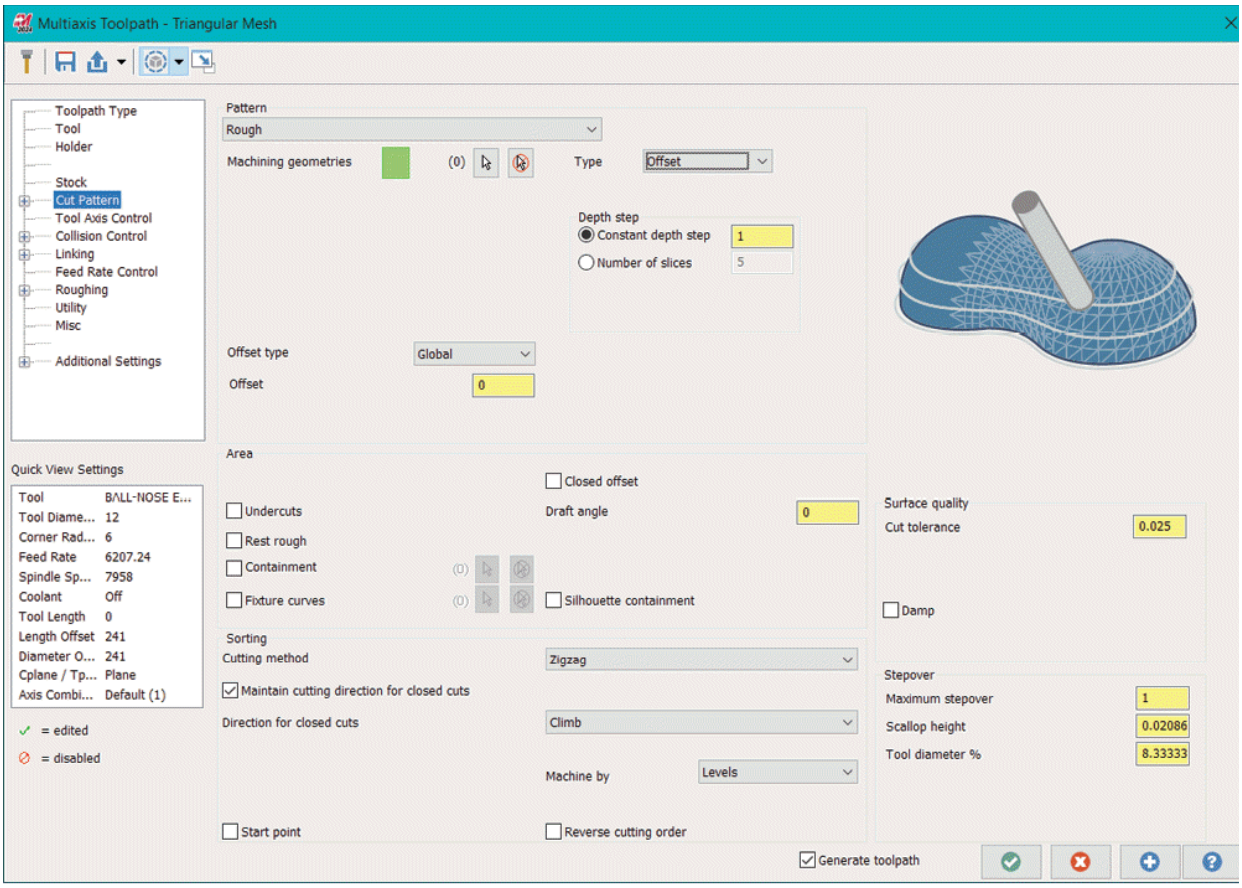

Figure-42. Multiaxis Toolpath-Triangular Mesh dialog box
- Click on the **Triangular Mesh** tool from the expanded **Multiaxis** panel in the **Toolpaths** tab of the **Ribbon**. The **Multiaxis Toolpath - Triangular Mesh** dialog box will be displayed; refer to Figure-42.
- Click on the **Cut Pattern** option from the left area of the dialog box to define parameters related to how cutting tool will move while performing machining on the model. The **Cut Pattern** page will be displayed in the dialog box; refer to Figure-42.